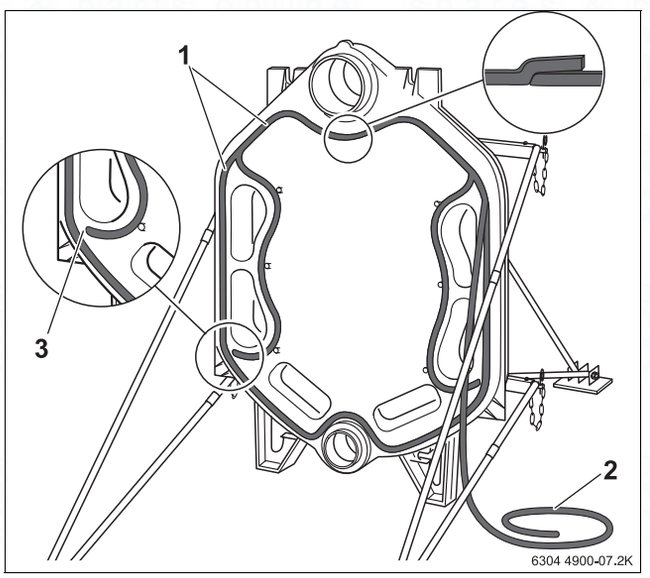
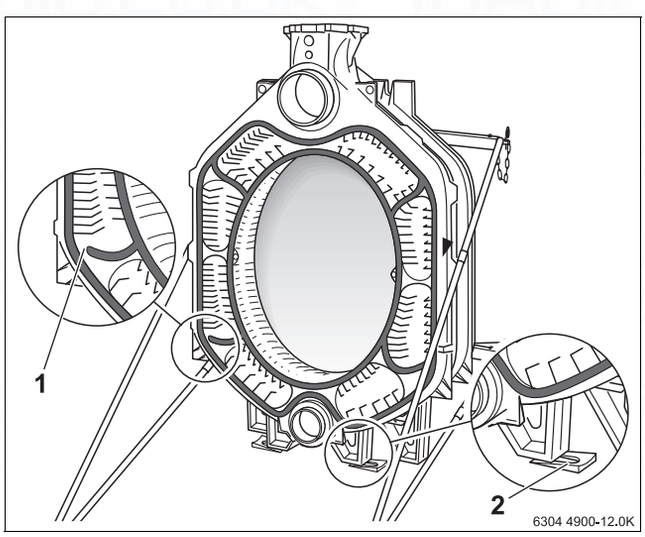

Fig. 12 Inserting packing cord (KM cord)
Fig. 17 Using the boiler section foot wedges
- Do not allow the packing cord to overlap on the left- or right-hand joints (→ Fig. 12, [3]).
Fig. 17 shows the central section with flow connection. The nipples for fitting the next central section are inserted into the corresponding hubs. The packing cord has already been inserted into the packing groove. As with the rear section (→ Fig. 12, page 15), there is also a break in the elastic packing cord here. The boiler section has been equipped with foot wedges for ease of installation. The boiler section foot wedges are also used later for final levelling of the boiler block.
- Level the boiler block vertically and horizontally on the base/silencing plinth (→ see Chapter 4.3.1, page 12). Use the boiler section foot wedges provided for this purpose (→ Fig. 17, page 17).